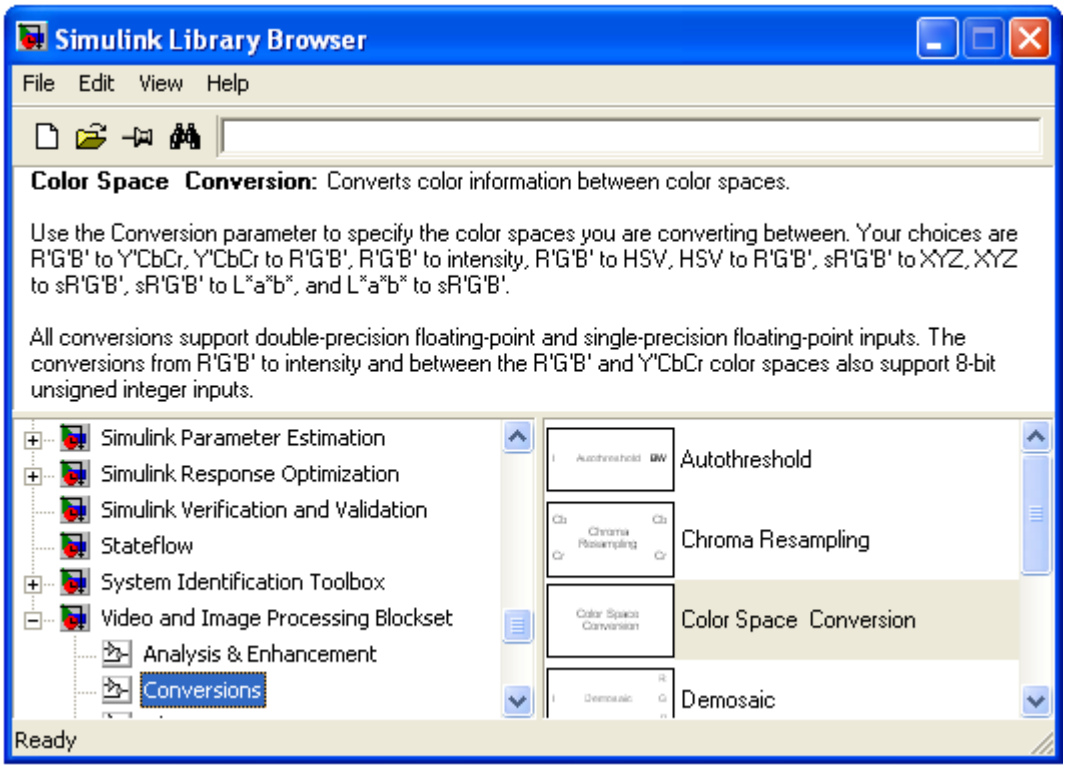

Figure 10: The Color Conversion Block
6. The conversion from RGB to intensity will be executed in the Color Space Conversion: from the "Conversions" group of the Video and Image Processing Blockset (Please refer to Figure 10).